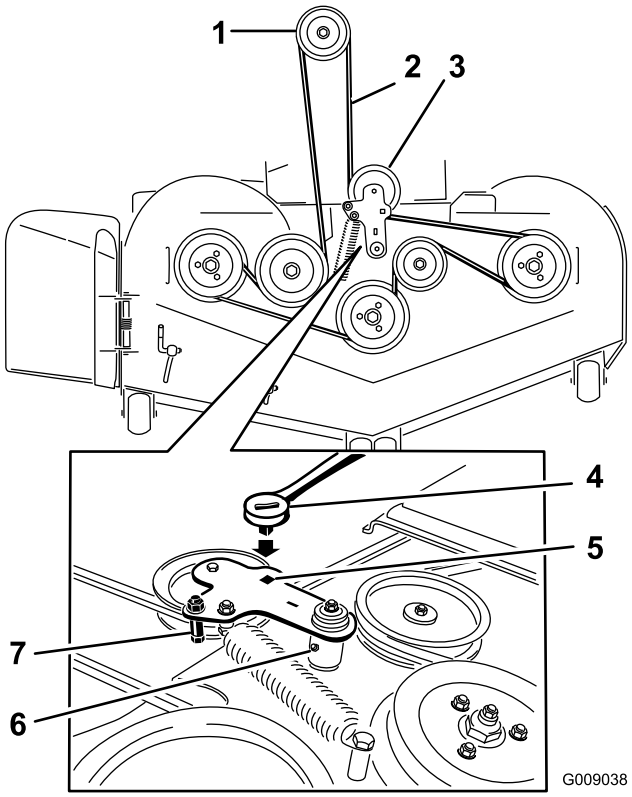

Figure 98
5. Soulevez le bac de plancher et insérez un rochet dans le trou carré de la poulie de tension du tablier (Figure 98).
6. Tournez la poulie de tension dans le sens horaire et déposez la courroie du tablier (Figure 98).